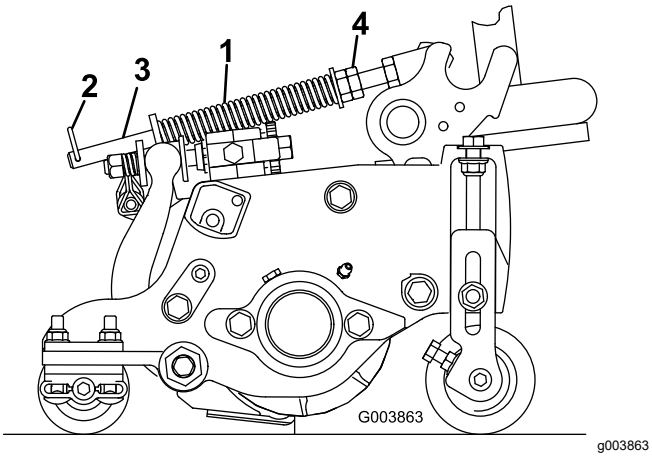

Figur 51
Plænekompensationsfjederen (Figur 51) overfører vægten fra forrullen til bagrullen. Dette medvirker til at reducere dannelsen af et bølgemønster i plænen, også kaldet ondulation.
1. Sørg for, at låseclipsen er monteret i det bageste hul i fjederstangen (Figur 51).
2. Stram sekskantmøtrikkerne på fjederstangens forende, indtil fjederens sammentrykkede længde er 15,9 cm. Se Figur 51.